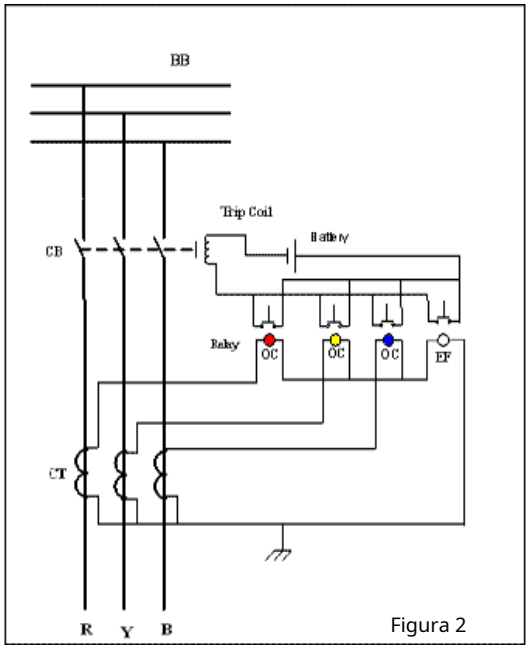

Figura 2
- El relé de falla a tierra está conectado de manera que la corriente residual fluya a través de él (Figura 1 y Figura 2).